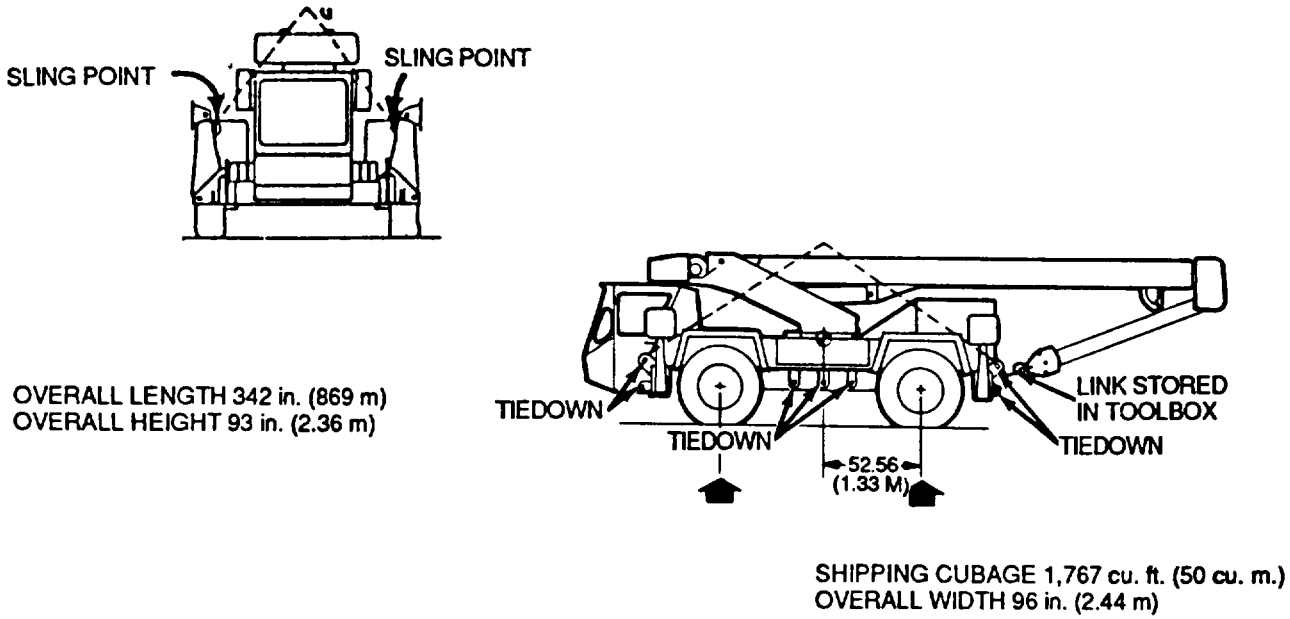

Figure 5-45 *Air Transport Tiedowns*
1. Retract the boom and lower it over the rear of carrier (Figure 5-45).